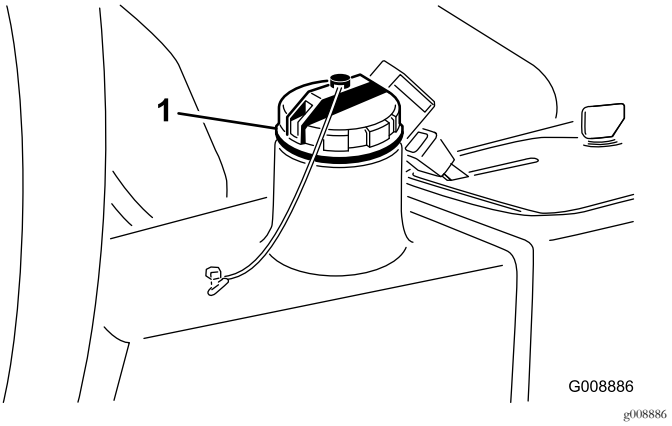

Figur 76
4. Fyll beholderen (Figur 76) med omtrent 13,2 liter hydraulikkvæske. Se Kontrollere det hydrauliske systemet (side 31).